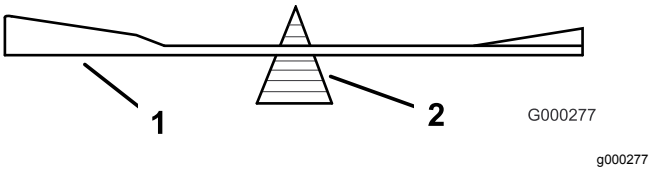

Rysunek 105
2. Sprawdź wyważenie ostrza, układając je na równoważniku ostrzy (Rysunek 105).